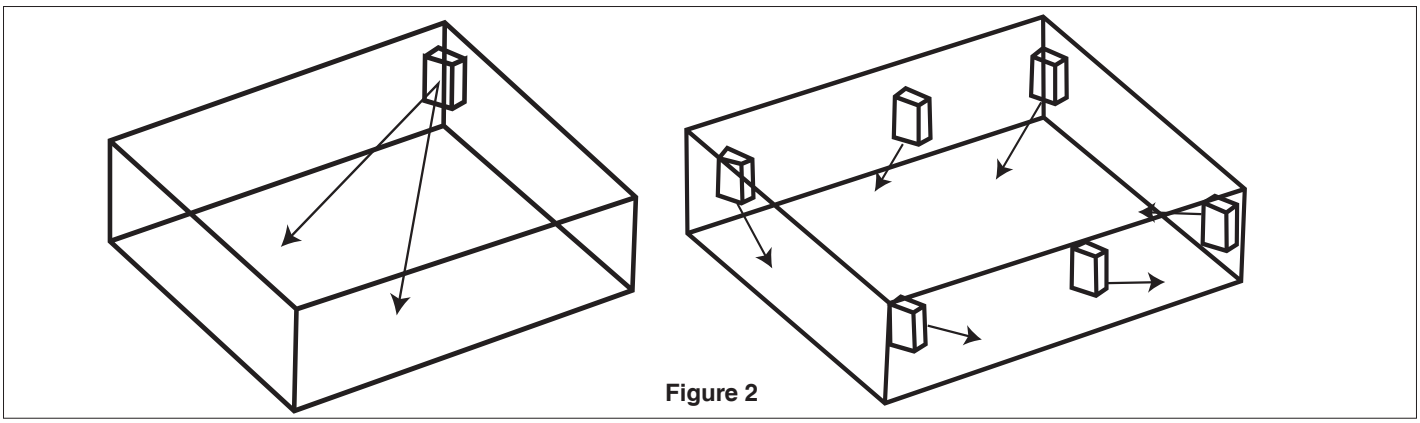

**Figure 2**
- When more than one heater is used in an area, the heaters should be arranged so that the air discharge of each heater supports the air flow of the others to provide best circulation of warm air, as indicated in **Figure 2**.